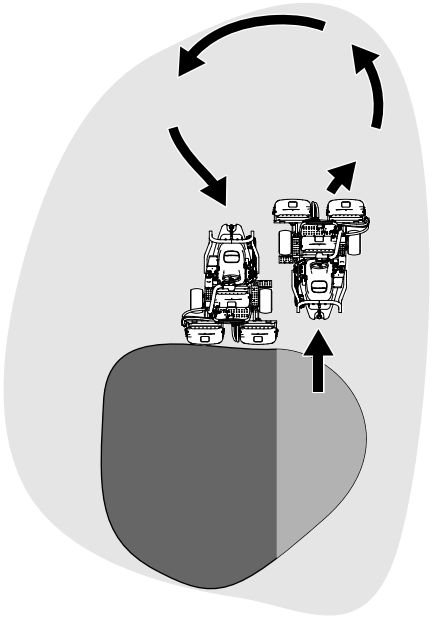

Figura 33
6. Para ganar tiempo y facilitar la alineación correcta para la pasada siguiente, gire la máquina momentáneamente en la dirección opuesta, y luego gire hacia la parte que todavía no está cortada. Este movimiento es un giro en forma de lágrima (Figura 33), que permite alinear la máquina rápidamente para la pasada siguiente.